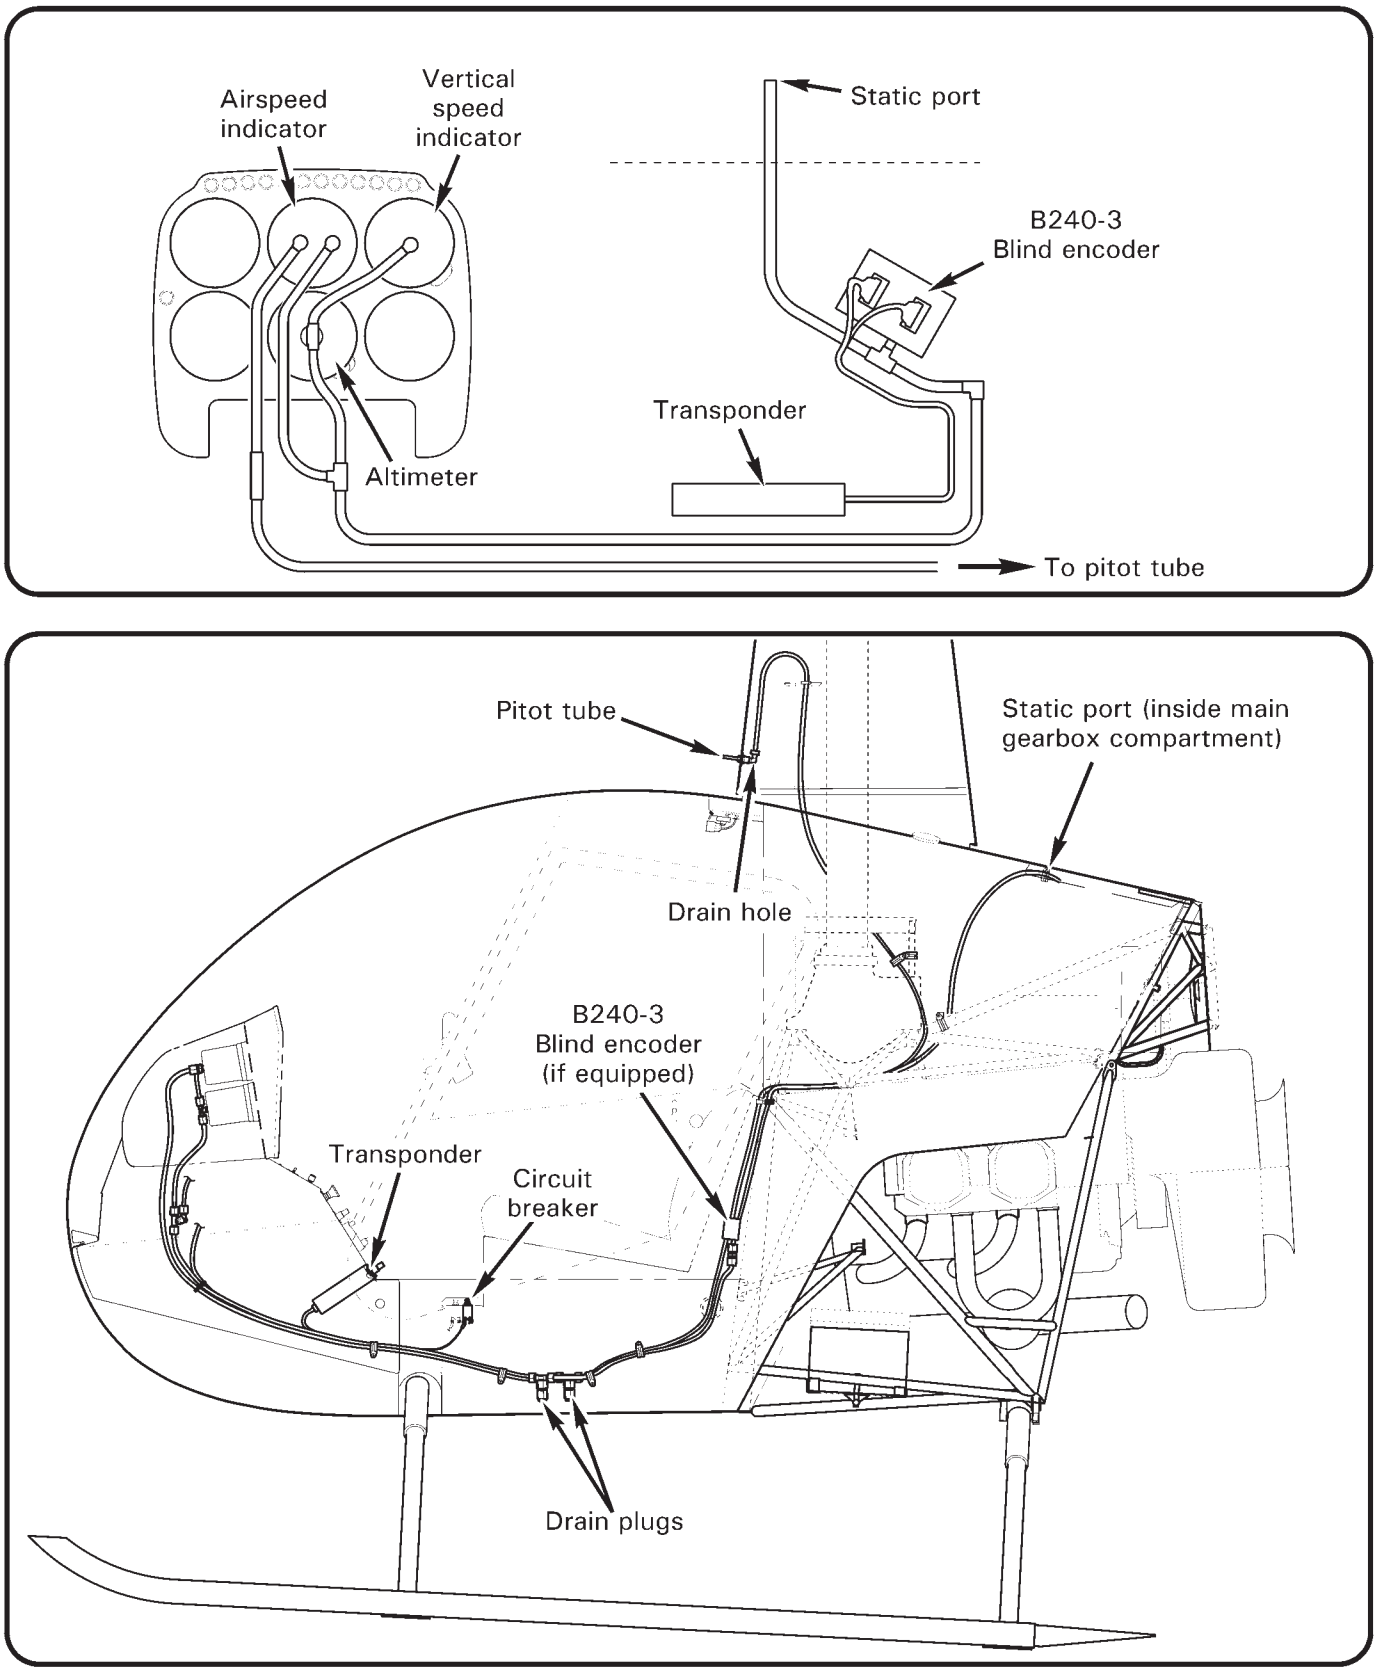

FIGURE 13-1 PITOT-STATIC SYSTEM
2. Refer to Figure 13-1. Seal drain hole in elbow aft of pitot tube with pressure-sensitive tape. Connect a medical syringe, with plunger withdrawn, to pitot tube via flexible tubing.
1. Refer to Figure 13-1. Set altimeter to location elevation.